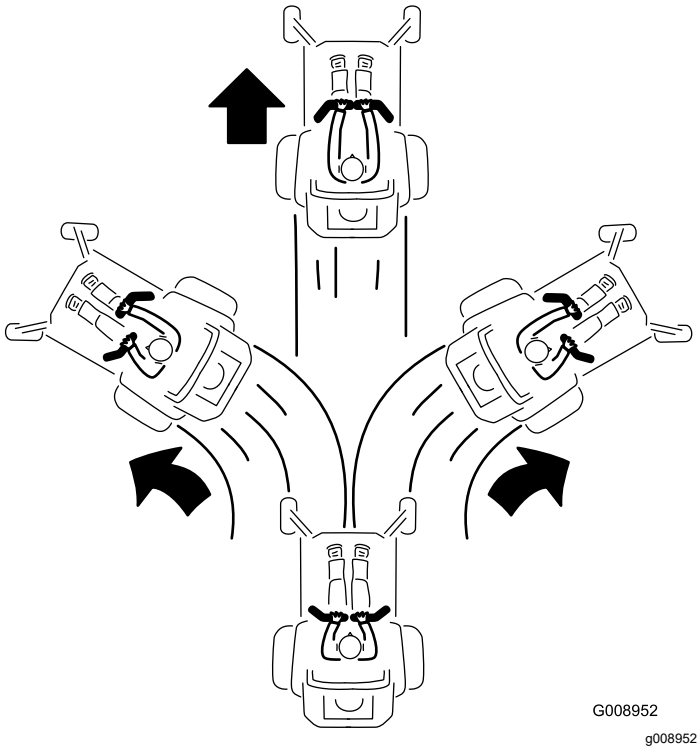

Figur 34
3. Skyv bevegelsekontrollspakene forsiktig forover for å gå fremover (Figur 34).